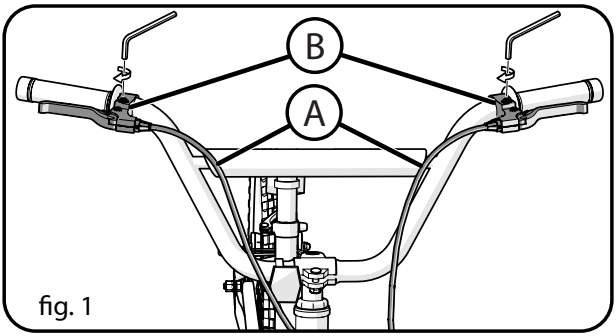

fig. 1
- Assicurarsi che non ci sia spazio sulla leva del freno (F) e che il cavo del freno (A) sia completamente inserito.
- Ruotare le leve dei freni (B) in una posizione di guida comoda e serrarle bene. (**fig. 1**).